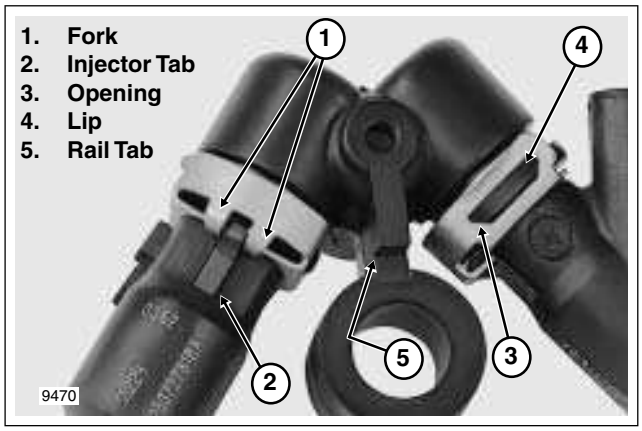

Figure 9-30. Install Spring Clips
3. With the concave side toward the fuel rail, install spring clip into slot on fuel injector. In the installed position, openings in sides of clip engage lip on fuel rail, while fork at back of clip captures tab on fuel injector. See Figure 9-30.